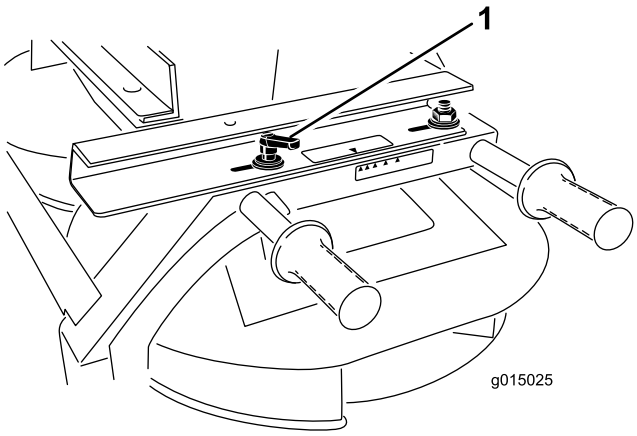

Figur 32
1. Løsn håndtaget på hver side af den dobbelte spinder (Figur 32).